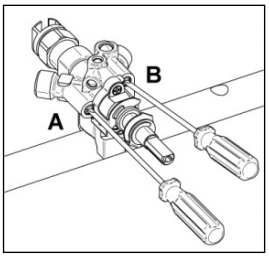

Fig 10B
- De dual ring branders beschikt over twee stelschroeven. (fig. 10B). Schroef A om de buitenring aan te passen. Schroef B om de binnenring aan te passen.